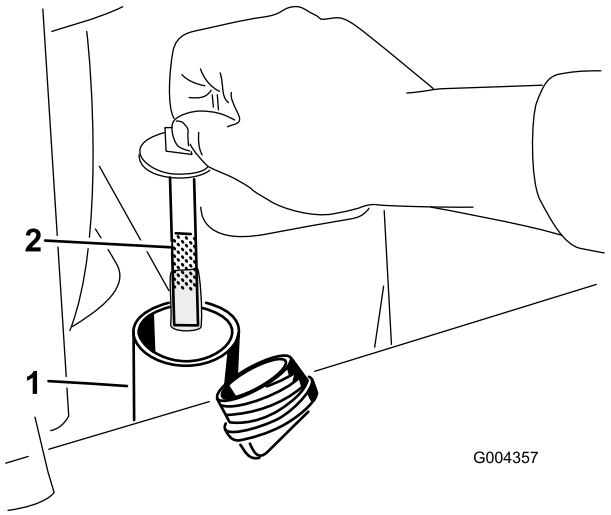

Figuur 19
6. Verwijder de dop van de vulbuis en controleer het vloeistofpeil op de peilstok (Figuur 19).